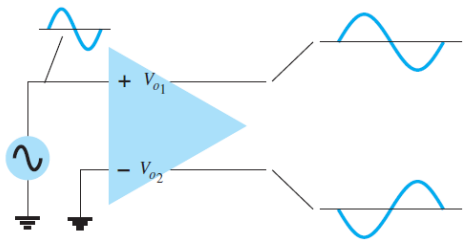

FIG. 10.5
- Figure 10.5 shows a single-ended input with a double-ended output. As shown, the signal applied to the plus input results in two amplified outputs of opposite polarity.